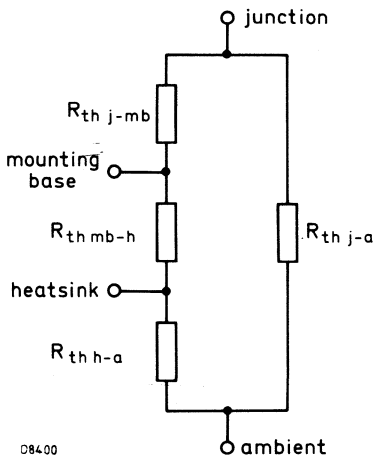

Fig.4
a. The various components of junction temperature rise above ambient are illustrated in Fig.4.